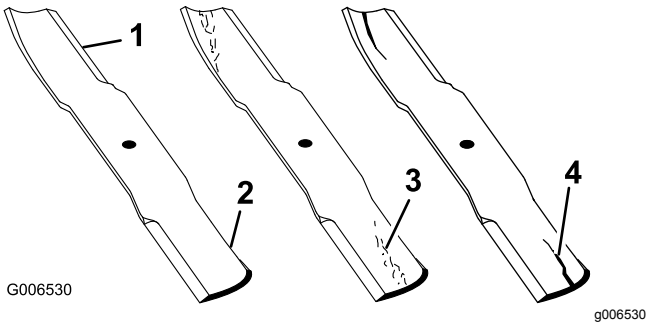

Figur 81
1. Undersøk kniveggene (Figur 81).
4. Hvis du finner sprekker, slitasje eller ser at det begynner å dannes spor i denne delen av kniven, må den skiftes ut øyeblikkelig (Figur 81).